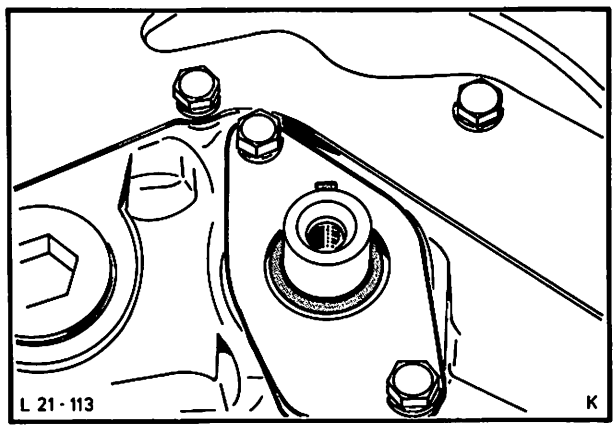

Abb. 149 Zwischenplatte Schrauben entfernen
23. Zwischenplatte (2 Schrauben) entfernen, Abb. 149.